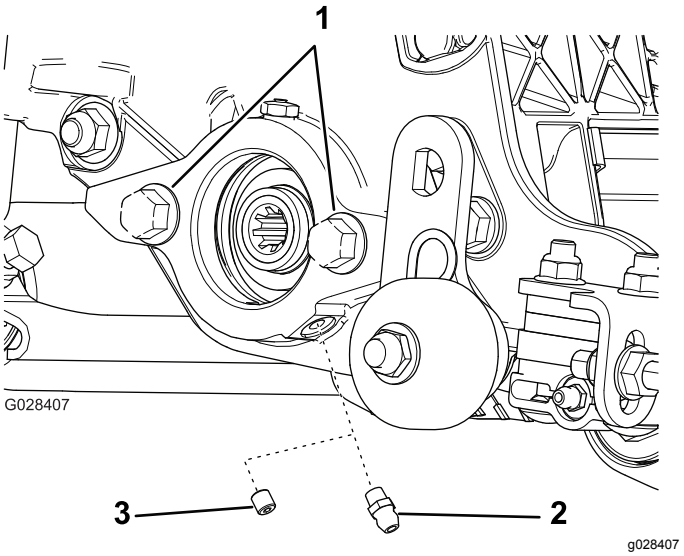

Figura 5
1. Retire y deseche el tornillo de fijación de la chapa lateral del motor del molinete (Figura 5).
2. Instale el engrasador recto (Figura 5).
4. Si no hay pernos en la chapa lateral del motor del molinete, instálelos (Figura 5).